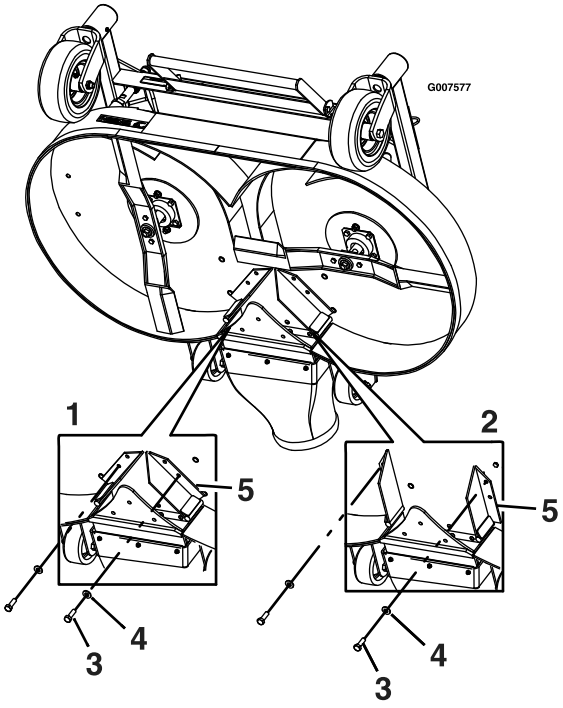

Figur 25
7. Fjern bolten og skiven på framsiden av hver FRS-skjerm (Figur 25).